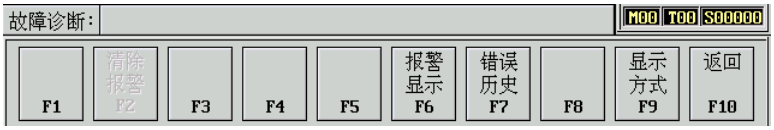
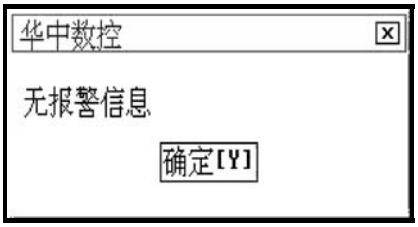

图 10.0.1 故障诊断子菜单
图 10.1.1 提示无报警信息
在图 1.3.1 所示的软件操作界面下，按 **F6** 键进入故障诊断功能，命令行与菜单条的显示如图 10.0.1 所示。
(1) 在故障诊断子菜单下（图 10.0.1），按 **F6** 键，如果没有报警信息显示将弹出如图 10.1.1 所示对话框；
(1) 在故障诊断子菜单下（图 10.0.1），按 **F7** 键，图形显示窗口将显示系统以前的错误；
(2) 用▲、▼、**Pgup**，**Pgdn** 查看错误历史。